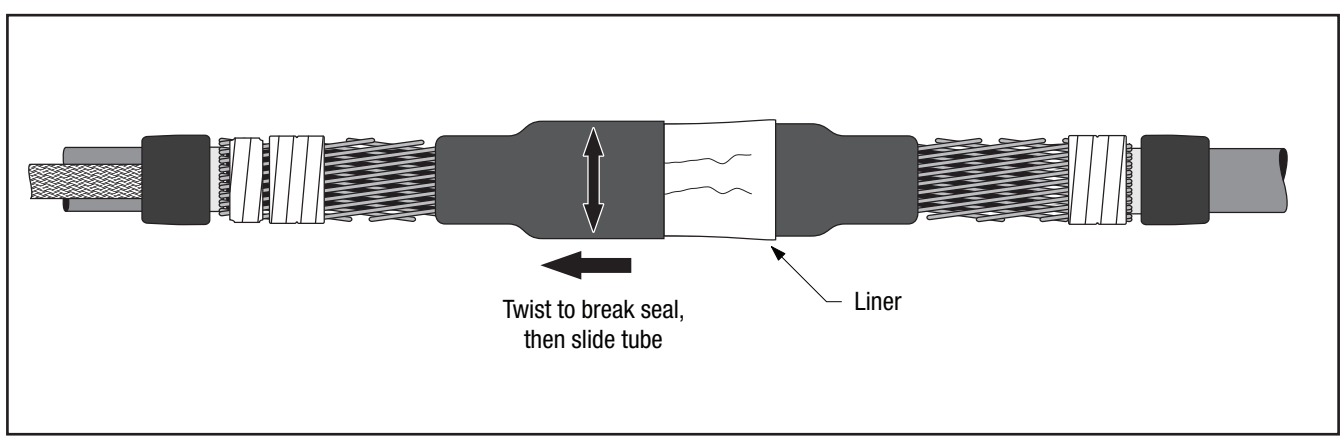

Figure 23
7.2 Install the rejacketing tube by twisting the tube (not the liner) from side to side to start the movement. Then slide and unroll the tube over the constant force springs and rubber mastic. *(Figure 23)*. Repeat on other side.